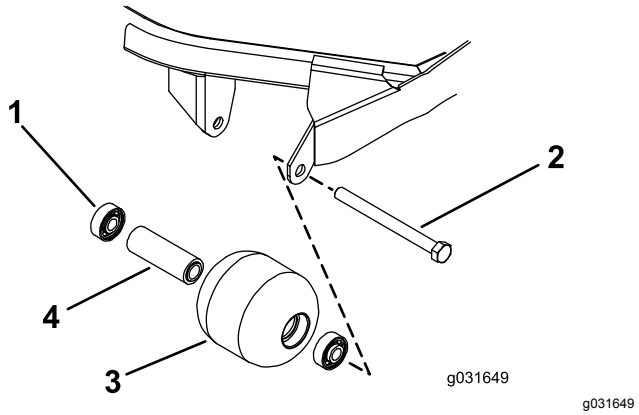

Figura 73
1. Rimuovete il bullone di montaggio del rullo (Figura 73).
4. Verificate la presenza di eventuali danni sull'alloggiamento, sui cuscinetti e sul distanziale del cuscinetto del rullo (Figura 73).
1. Premendo soltanto sulla pista esterna o, in misura uguale, sulla pista interna ed esterna, spingete il primo cuscinetto nell'alloggiamento del rullo (Figura 73).
2. Inserite il distanziale (Figura 73).
3. Premendo soltanto sulla pista esterna o, in misura uguale, sulla pista interna ed esterna, spingete il secondo cuscinetto nell'alloggiamento del rullo fino a quando non è a contatto con il distanziale (Figura 73).